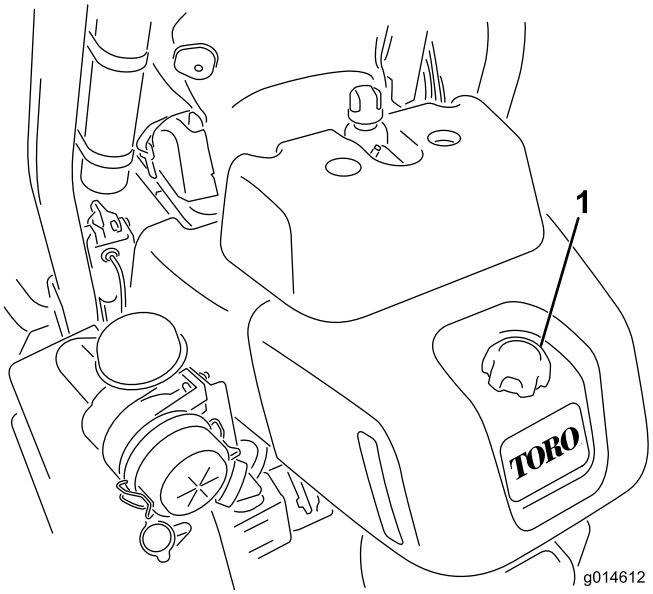

**Figur 26**
1. Rengør området rundt om brændstoftankens dæksel (Figur 26).